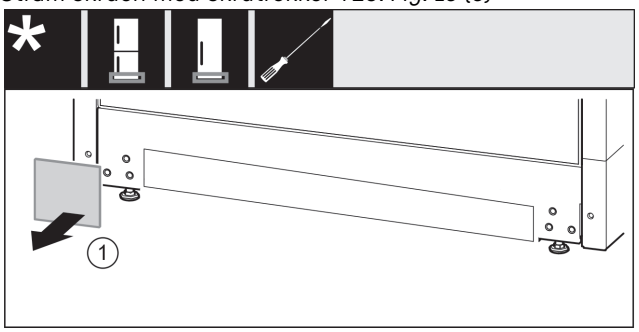

Fig. 14
- ▶ Ta av dekselet. *Fig. 14 (1)*